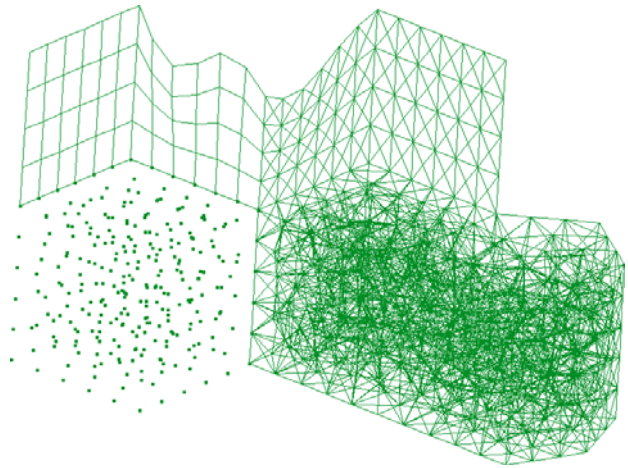
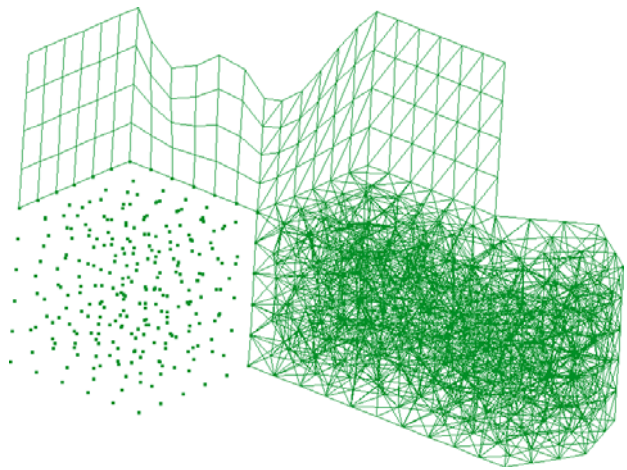

Figure 7. Structured mesh of quadrilateral and triangular elements on surfaces.
Figure 8. Structured mesh of quadrilateral and triangular elements on surfaces, with the option Symmetrical structured triangles not set.
11. Another window appears in which to enter the maximum element size. Leave the default value unaltered and click **OK**. The result is the mesh shown in Figure 8.
12. As seen in Figures 7 and 8, GiD can obtain surface structured meshes made of quadrilaterals or triangles. There are two kinds of structured mesh that use triangles: the one shown in Figure 7 is obtained when the **Utilities→Preferences→Meshing→Symmetrical structured triangles** option is set. If this option is not set, the mesh presented in Figure 8 is produced (with fewer nodes than if using the previous option).